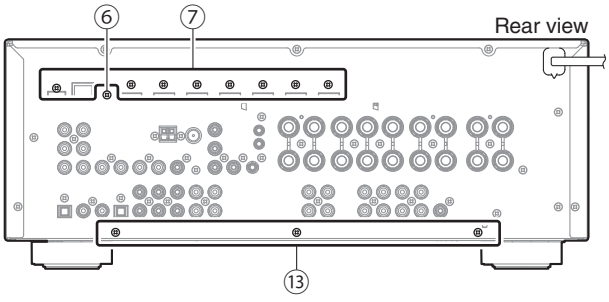

Fig. 3
3. Removal of DIGITAL (1) P.C.B.
a. Remove screw (⑥) and 8 screws (⑦). (Fig. 3)
b. Remove 3 screws (⑬). (Fig. 3)
a. ⑥ のネジ 1 本、⑦ のネジ 8 本を外します。(Fig. 3)
b. ⑬ のネジ 3 本を外します。(Fig. 3)